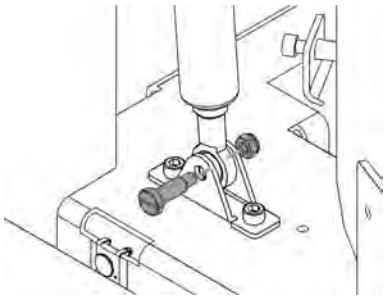

Fig. 67: Mounting the lower gas spring
1. Fasten the lower bearing with the slotted screw (*Fig. 67*).